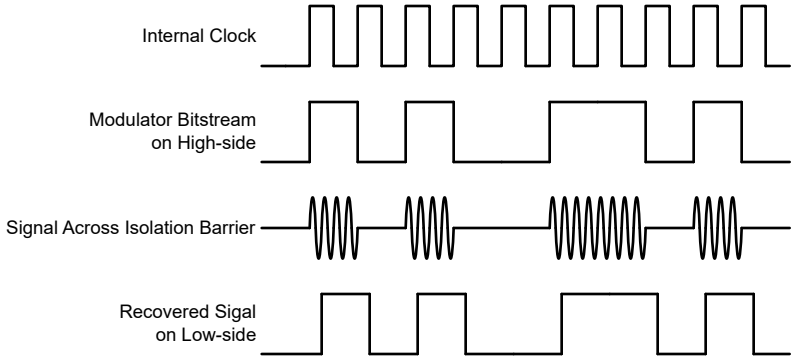

Figure 6-1. OOK-Based Modulation Scheme
As shown in Figure 6-1, the AMC0100R uses an on-off keying (OOK) modulation scheme to transmit the modulator output bitstream across the SiO_2-based isolation barrier. The transmit driver (TX) is illustrated in the *Section 6.2* . TX transmits an internally generated, high-frequency carrier across the isolation barrier to represent a digital *one*. However, TX does not send a signal to represent a digital *zero*. The nominal frequency of the carrier used inside the AMC0100R is 480MHz.